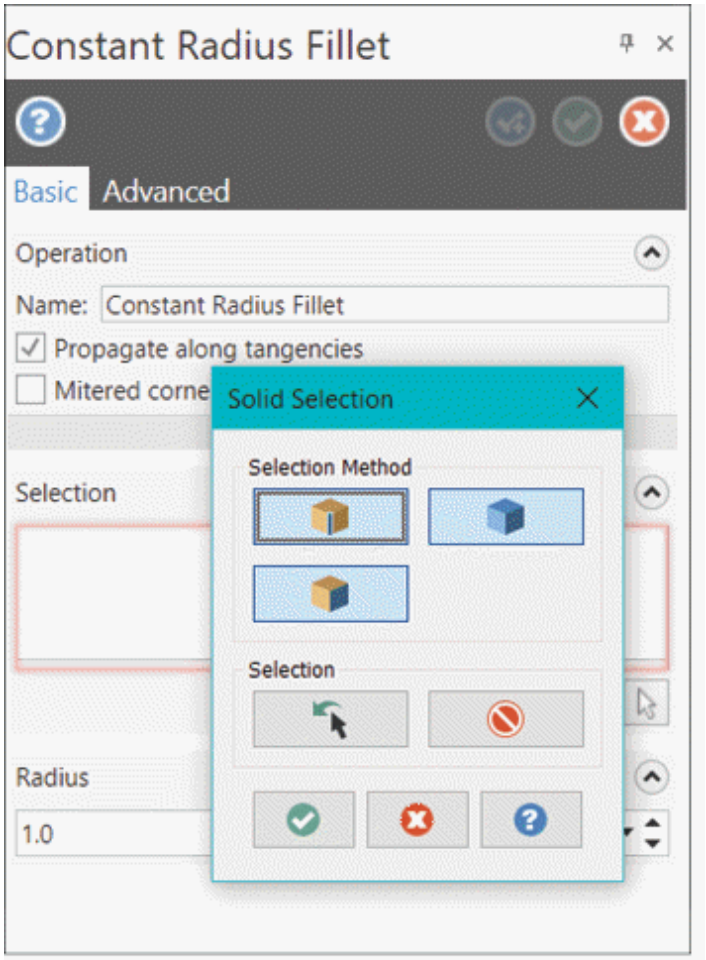

Figure-47. Constant Radius Fillet Manager
- Click on the **Constant Fillet** tool from the **Modify** group in the **Solids** tab of **Ribbon**. The **Constant Radius Fillet Manager** will be displayed with **Solid Selection** dialog box; refer to Figure-47.